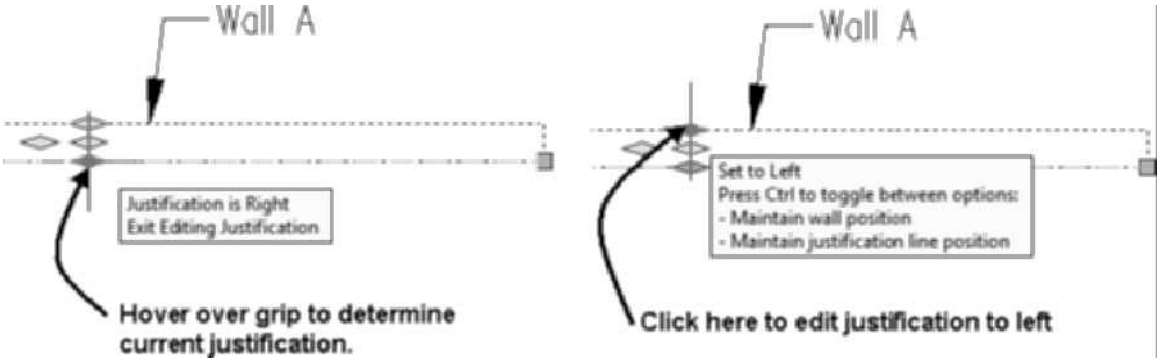

FIGURE 2.35 *Justification markers displayed for the Edit Justification command*
8. Select **Wall A**, as shown in Figure 2.35, and choose **Edit Justification** from the Cleanup slide out panel. Move the pointer over the gray justification marker to identify the justification of the wall, as shown in Figure 2.35.
9. Move the pointer over the **Left** justification marker to display the tip and then click on the **Left** marker to change the justification as shown at the right in Figure 2.35.